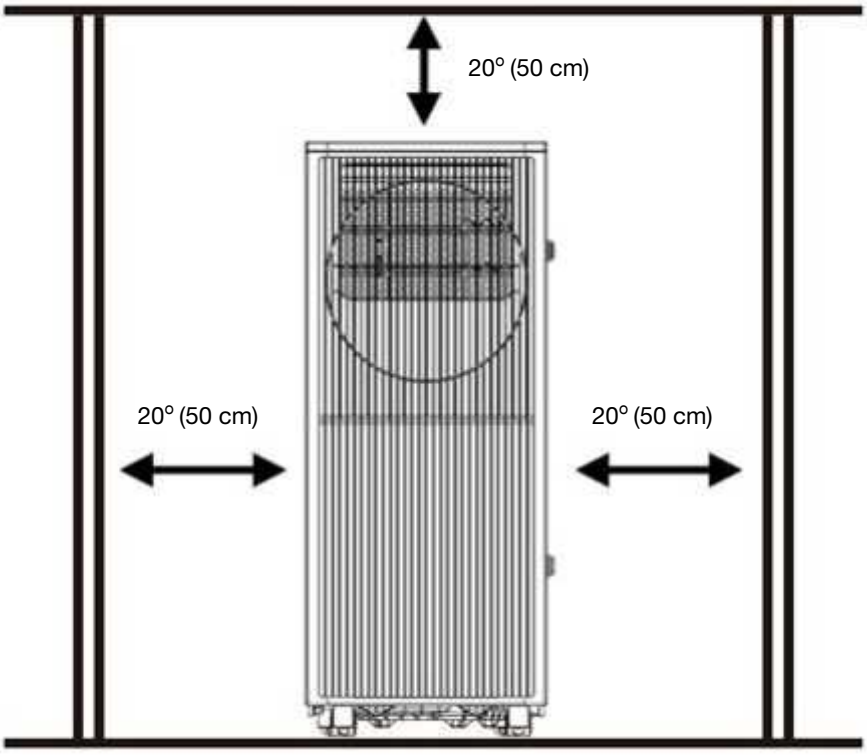

Fig. 4
- A removal air-conditioner shall be installed in the flat and empty place all around. Don't block the air outlet, and the required distance around should be at least 50cm.(See Fig.4)